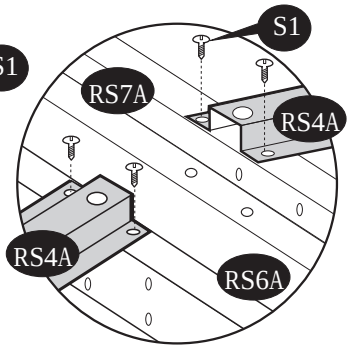

fig.3
28. Attach roof structure supports (RS10A) and (RS11A) to roof structures (RS5A), (RS6A) & (RS7A) using (S1) screws. For each extension add one (RS11A). See (fig.1), (fig.2) and (fig.3).